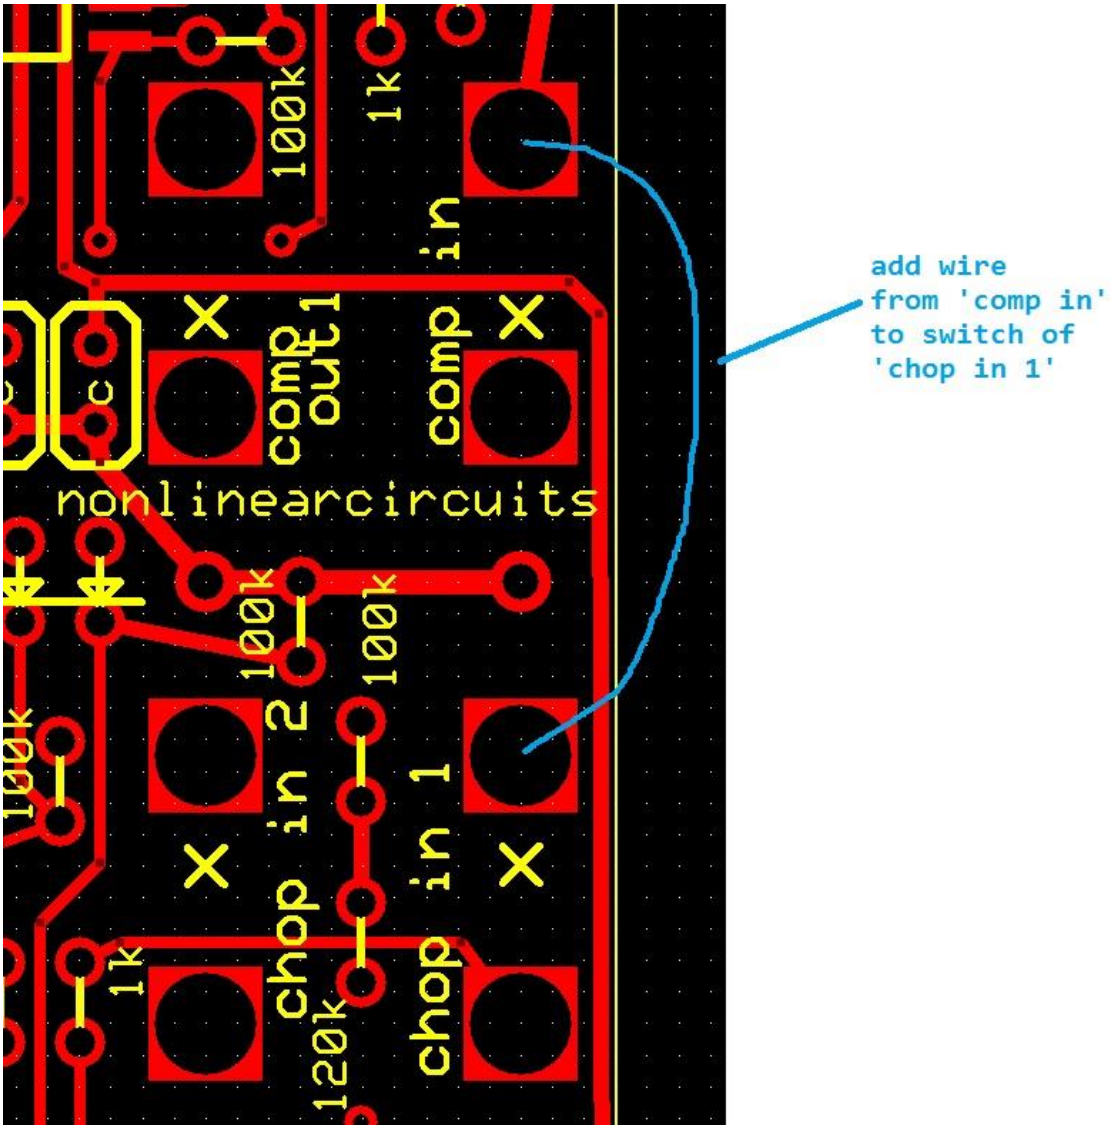

figure 2
4. Not essential, but worthwhile. Add a jumper from the 'Comparator in' socket to the switch of 'chop in 1'. The switch of 'chop in 2' is tied to ground. So the circuit can be operated with just a CV into 'comp in'. At some settings the module will self-oscillate and can be used as a simple LFO. See figure 2 for the connection diagram.